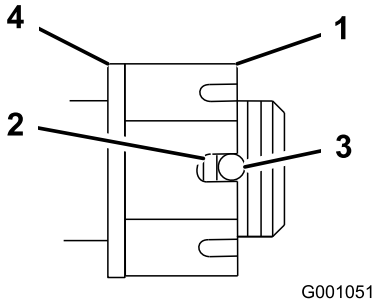

Figur 54
4. Tilspænd møtrikken med udskæring med et moment på 170 Nm (Figur 54).
5. Kontroller afstanden fra bunden af udskæringen i møtrikken til hullets indvendige kant. To gevind eller mindre skal være synlige (Figur 54).
7. Tilspænd møtrikken med udskæring med et moment på 170 Nm (Figur 54).
8. Spænd møtrikken, indtil næste sæt udskæringer rettes ind med hullet i akslen (Figur 54).